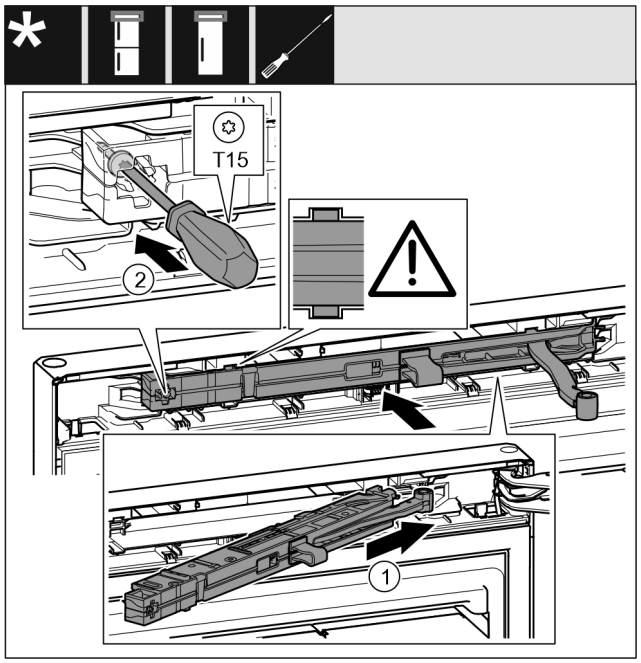

Fig. 25
▶ Slide the soft stop unit on the bearing bracket side at an angle into the slot as far as it will go. *Fig. 25 (1)*
▶ Tighten the screw with a T15 screwdriver. *Fig. 25 (2)*